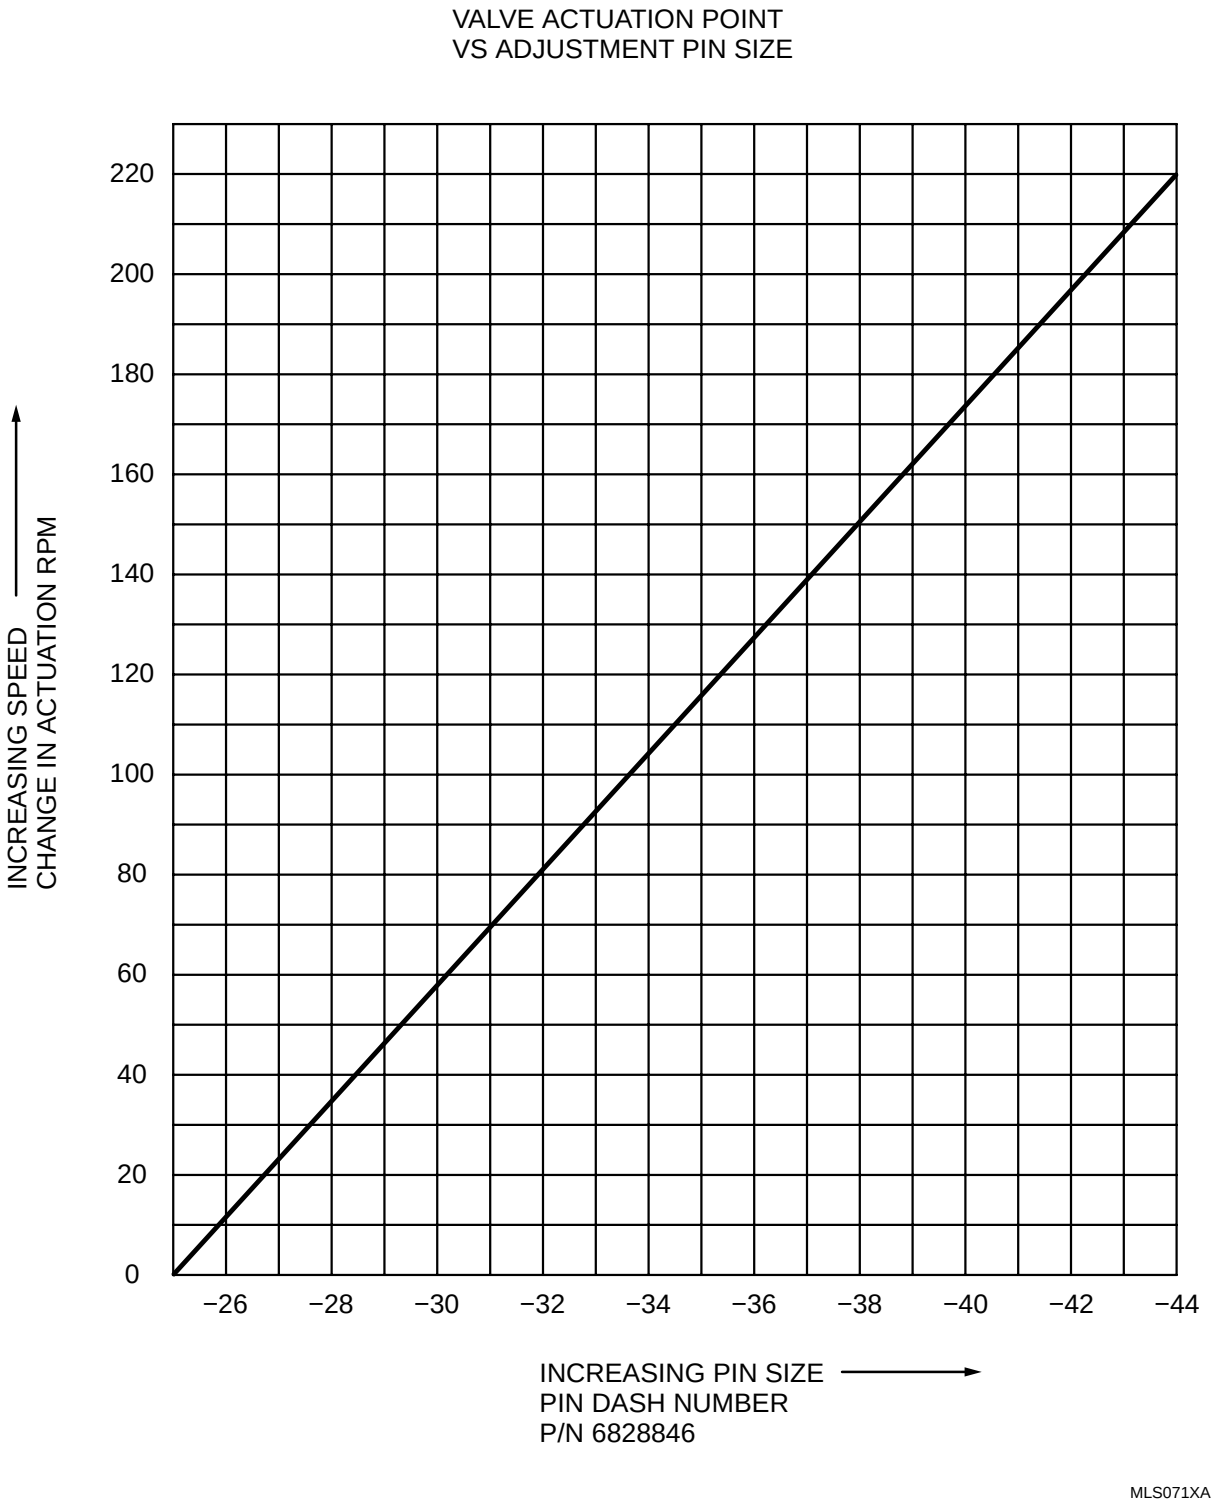

Figure 15. Valve Actuation Point vs Adjustment Pin Size
(1) Acceleration 0−4500 rpm, (uniform acceleration of 400 ± 50 rpm per second) air flow through valve, “OUT” to “VENT,” 0 − 3940 ± 30 rpm, “IN” to “OUT,” 3940 ± 30 to 4500 rpm.
(2) Deceleration 4500 − 0 rpm, (uniform deceleration of 600 ± 100 rpm per second) air flow through valve, “IN” to “OUT,” 4500 − 3940 ± 30 rpm, “OUT” to “VENT,” 3940 ± 30 to 0 rpm.
(3) When unit does not open and close as specified, change the adjustment pins (22) as necessary. Select pins to increase or to decrease speed (figure 15).